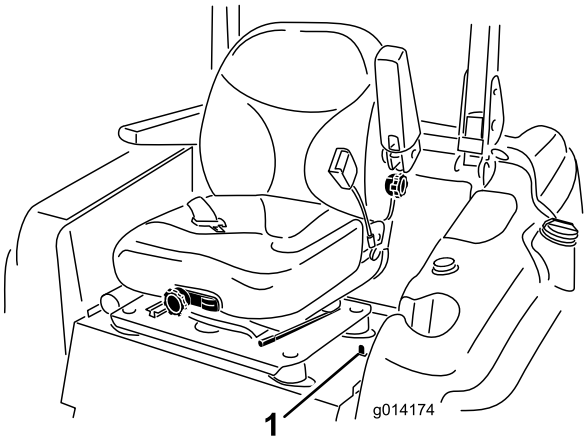

Figuur 32
1. Beweeg de pal van de stoel die zich links van de stoel bevindt naar achteren om de stoel te ontgrendelen en trek de bovenkant van de stoel naar voren (Figuur 32).